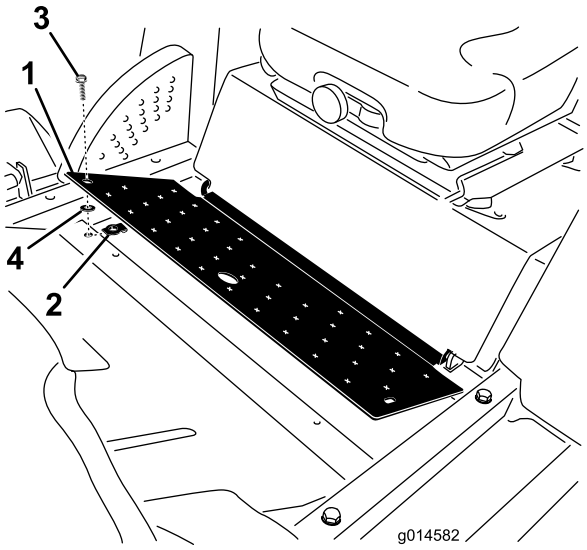

Bild 3
2. Bringen Sie eine Befestigungsmutter am Rahmenloch unter der rechten Vorderkante der Bodenplatte an (Bild 3).